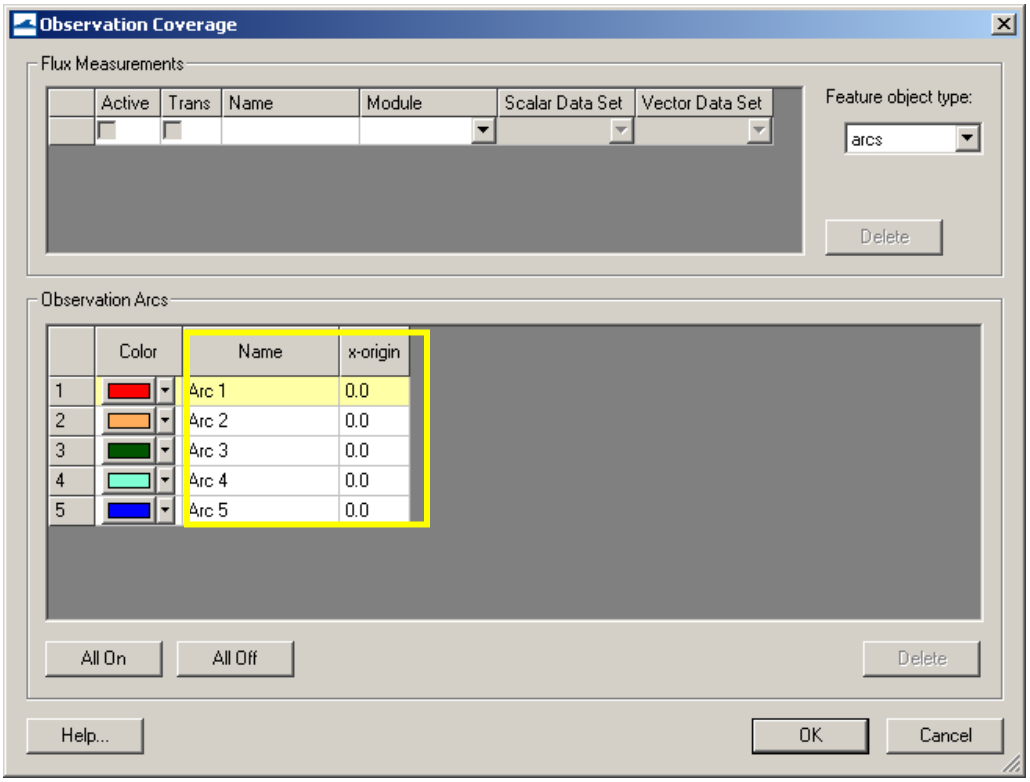

Figure 63. Observation Coverage options.
5. Rt-click and click on *Attributes*, and set the color and name(s) of each arc which are listed together in the *Observation Coverage* options (Figure 63), click *OK*.